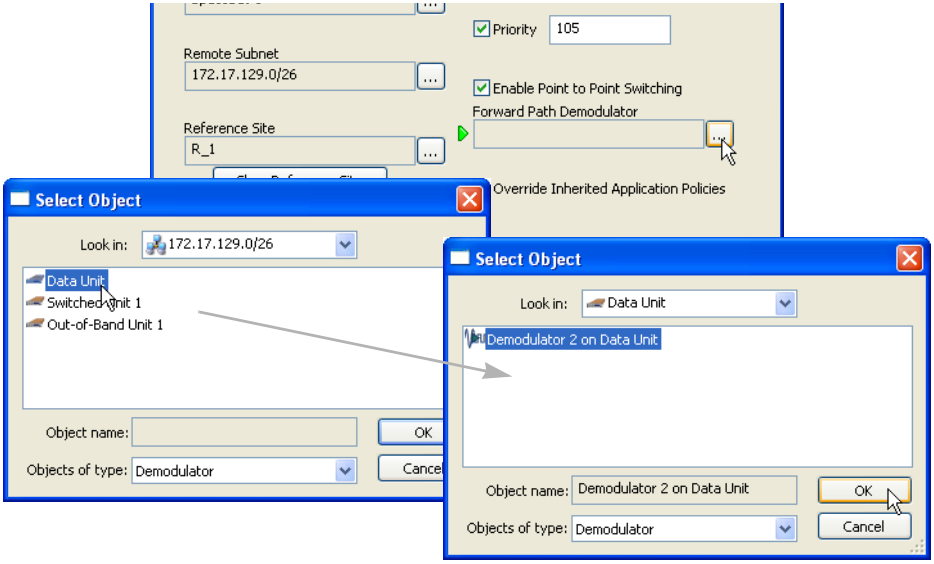

Figure 3-104 Select Forward Path Demodulator, P2P Switching
8. To configure this site for **Point-to-Point Switching**, **Enable** the check box and then select the **Forward Path Demodulator** (the demod for this Remote data unit) to be used for this feature (figure 3-104).